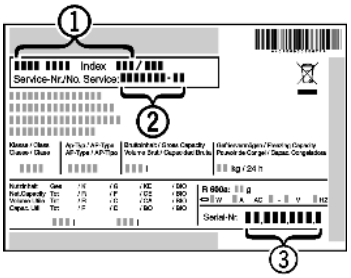

Fig. 59
▶ Apparaataanduiding *Fig. 59 (1)*, servicenummer *Fig. 59 (2)* en serienummer *Fig. 59 (3)* van het typeplaatje aflezen. Het typeplaatje bevindt zich aan de binnenkant van het apparaat.